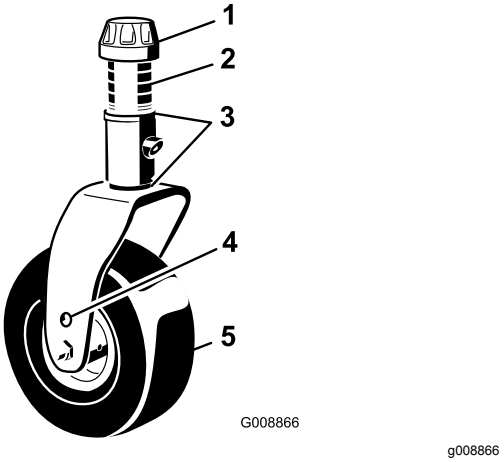

Figur 83
1. Ta bort spännlocket från spindelaxeln och skjut ut spindeln ur svänghjulsarmen (Figur 83).